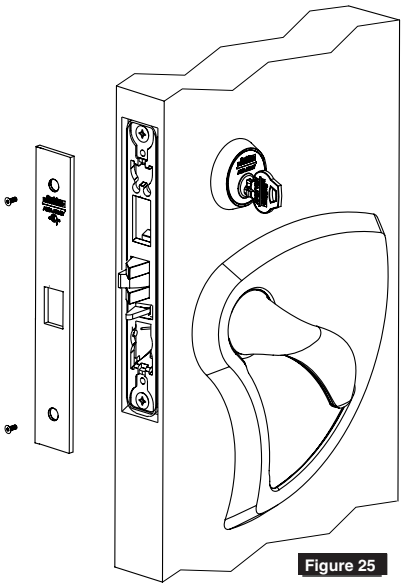

Figure 25
14. Install lock front using two front screws. (Figure 25)